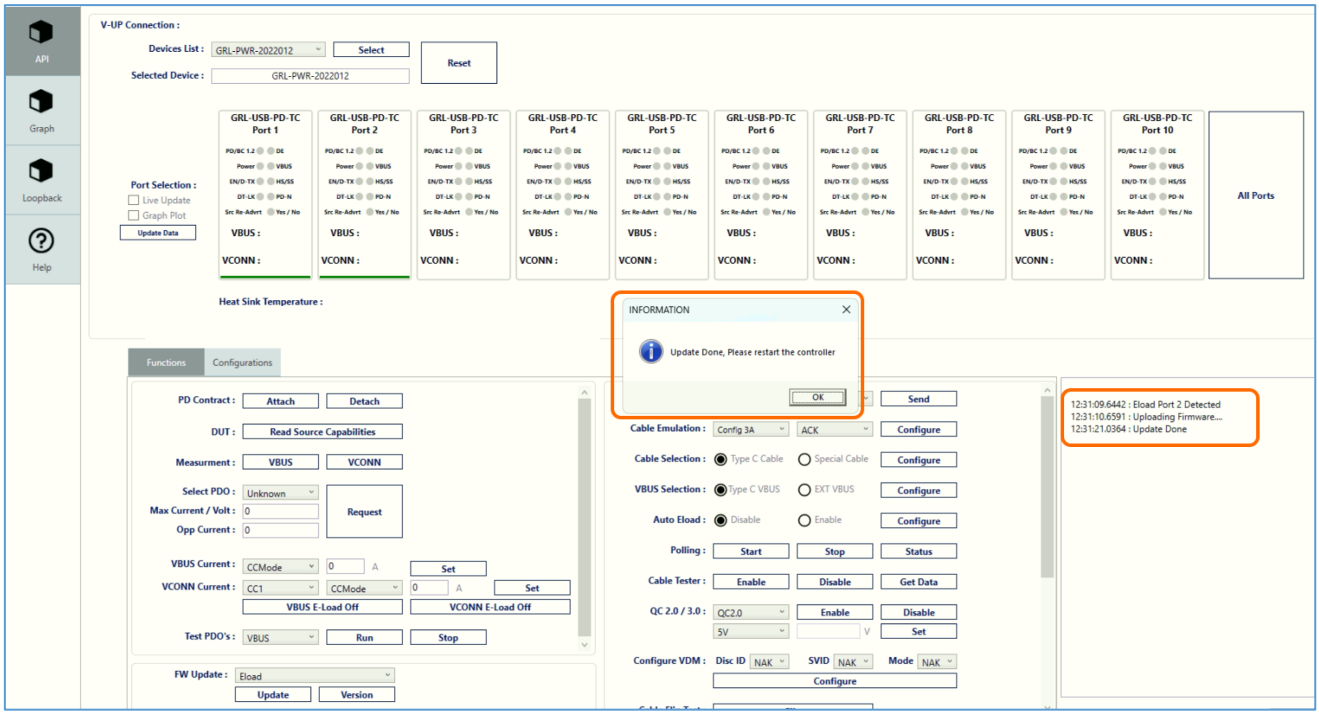

Figure 31. E-Load Firmware Update Completed
6. The firmware update status will be updated in the API activity log panel on the right of the screen as shown in Figure 31 below. Once the E-Load firmware update is completed for the selected ports, there will be pop-up message box notifying that "Update Done, Please restart the controller". Click on the **OK** button to continue.